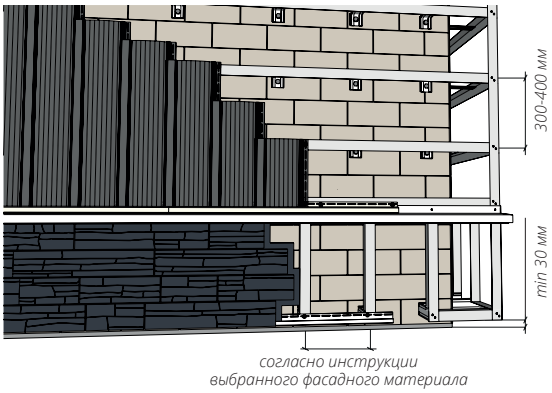

Рисунок 11. НФС с цоколем
9.4 Расстояние от грунта, отмостки и т.д. до нижнего края обрешетки должно быть не менее 30 мм. Это обеспечит доступ воздуха в подфасадное пространство и обезопасит обрешетку и смонтированный фасадный материал от последствий при пучениях грунта в зимний период (рис. 11, 12, 13, 14).